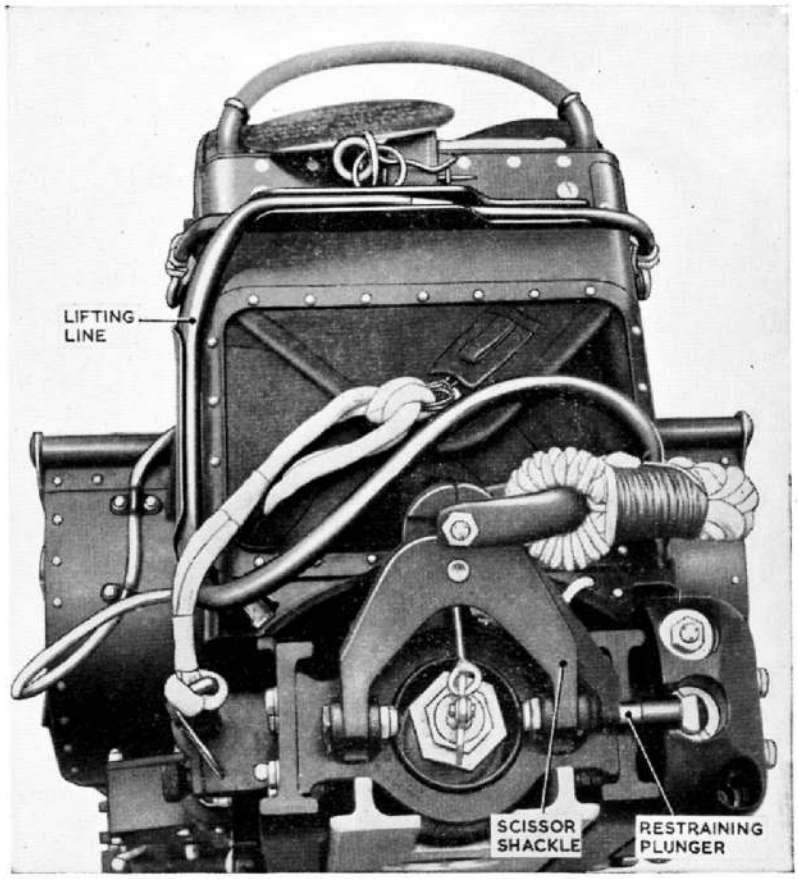

Fig. 14. Fitting the lifting lines
24. Commencing at the front of the drogue container, press the lifting lines down into their clips, using thumb pressure, until the final result is similar to that shown in fig. 14.